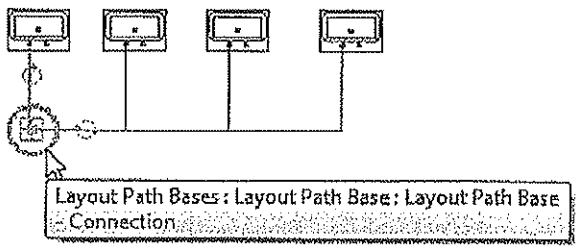

Figure 10–25
- Use (Place Base) to add a point of connection to the main system if you are working in a sub-system, as shown in Figure 10–25.